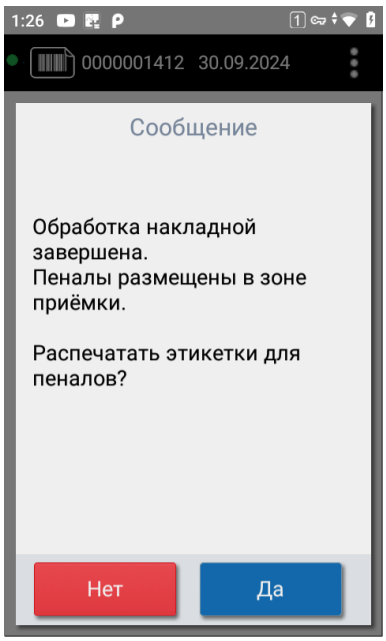

Рисунок 17. Обработка накладной завершена
6. Создаваемые пеналы размещаются в зоне приёмки склада. Когда по документу принято всё, ТСД сообщает «Обработка накладной завершена» и предлагает распечатать этикетки (см. Рисунок 17). Ответьте «Да». Если обработаны не все строки, повторите шаги 3–4, а этикетки печатайте через «Действия» → «Печатать этикетки».